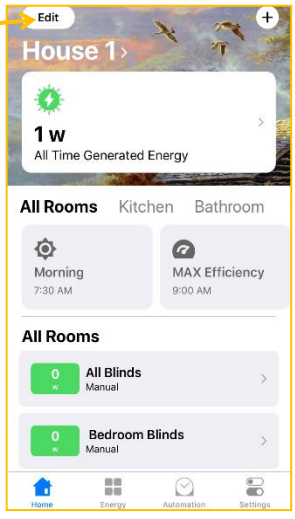

Figure 34
10.9.1. Click **Edit** tab in the top left corner to start *(Fig. 34)*.